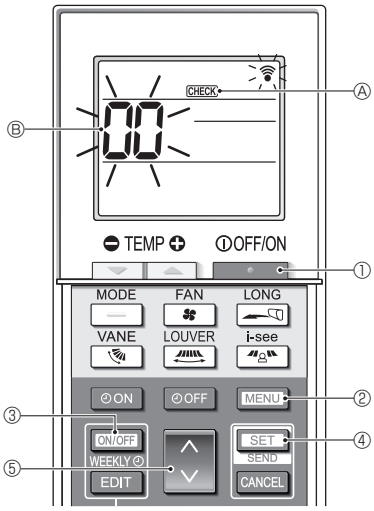

Fig. 7-6
7.3.2. Trådløs fjernkontroll (Fig. 7-6)
■ **Selvsjekk (Fig. 7-6)**
1. Trykk på [ ]-knappen ① for å stoppe klimaanlegget.
- Hvis uketidsuret er aktivert (WEEKLY lyser), trykker du på [ON/OFF WEEKLY]-knappen ③ for å deaktivere det (WEEKLY slukkes).
2. Trykk på [MENU]-knappen ② i 5 sekunder.
3. Trykk på [ ]-knappen ⑤ for å velge kjølemiddeladresse (M-NET-adresse) Ⓑ for innendørsenheten du vil foreta selvsjekk for.
4. Trykk på [SET]-knappen ④.
5. Trykk på [ ]-knappen ①.